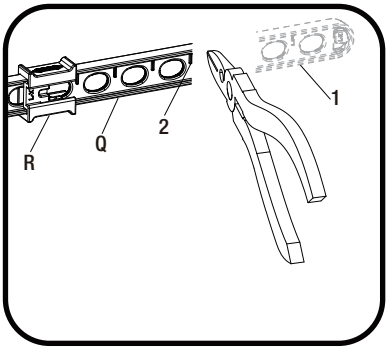

Fig. 2
- ☐ Une fois que vous avez identifié le bon trou de la sangle de la tige de levage (Q) nécessaire à votre installation, vous pouvez coupez la portion inférieure (1) de la sangle de la tige de levage (Q) en la cassant avec des pinces ou en la coupant avec une scie au point de coupe (2) comme illustré sur la Fig. 2. Veillez à ce que la pince (R) ne glisse pas de la sangle de la tige de levage (Q).